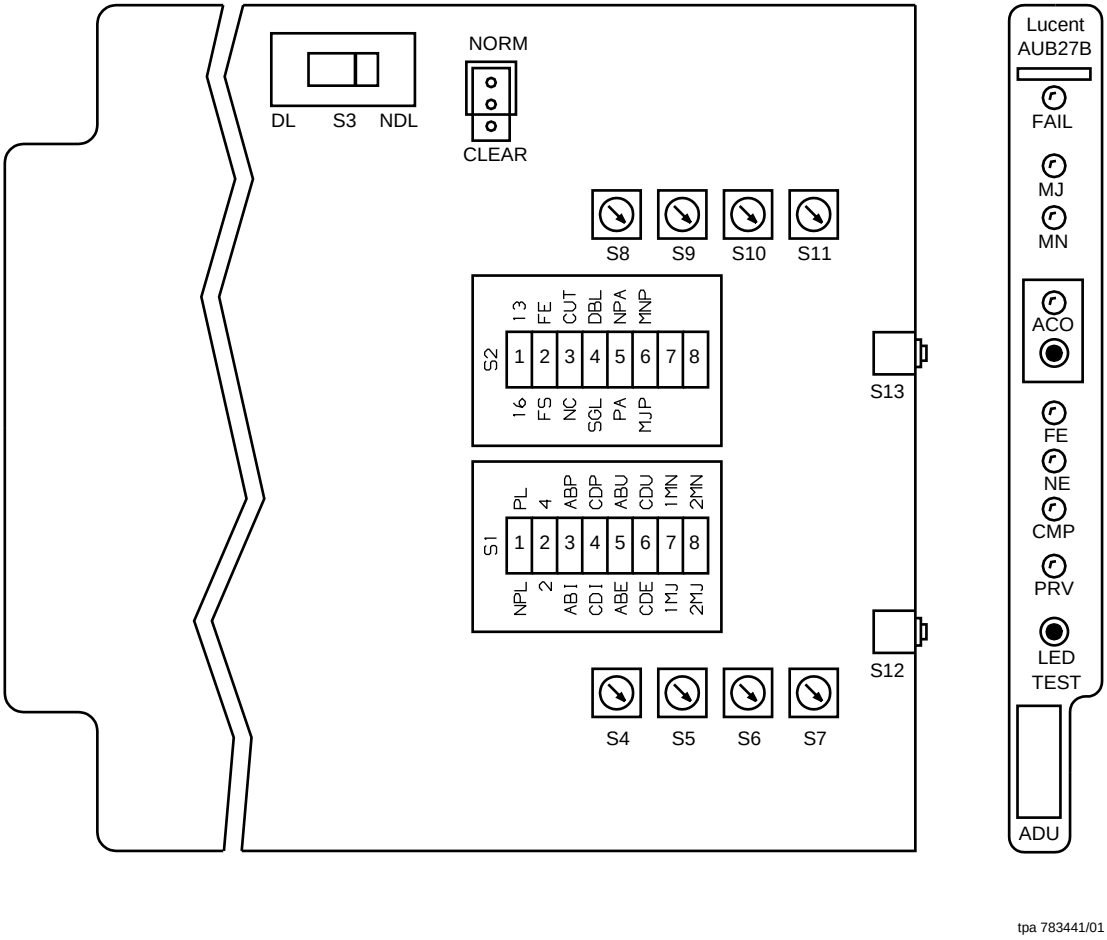

**Figure 1 – AUB27 RT ADU Option Switch Settings**
1. Remove, or get one, **AUB27 ADU** (Figure 1) and inspect for possible damage.